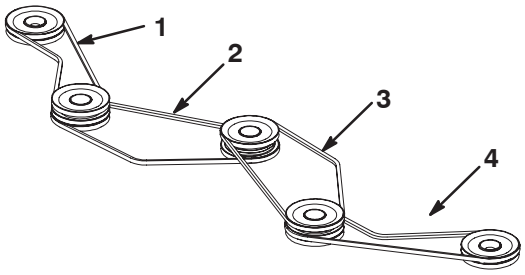

Figure 69
7. Replace belt(s) as required. Install on pulleys as shown in figure 69.